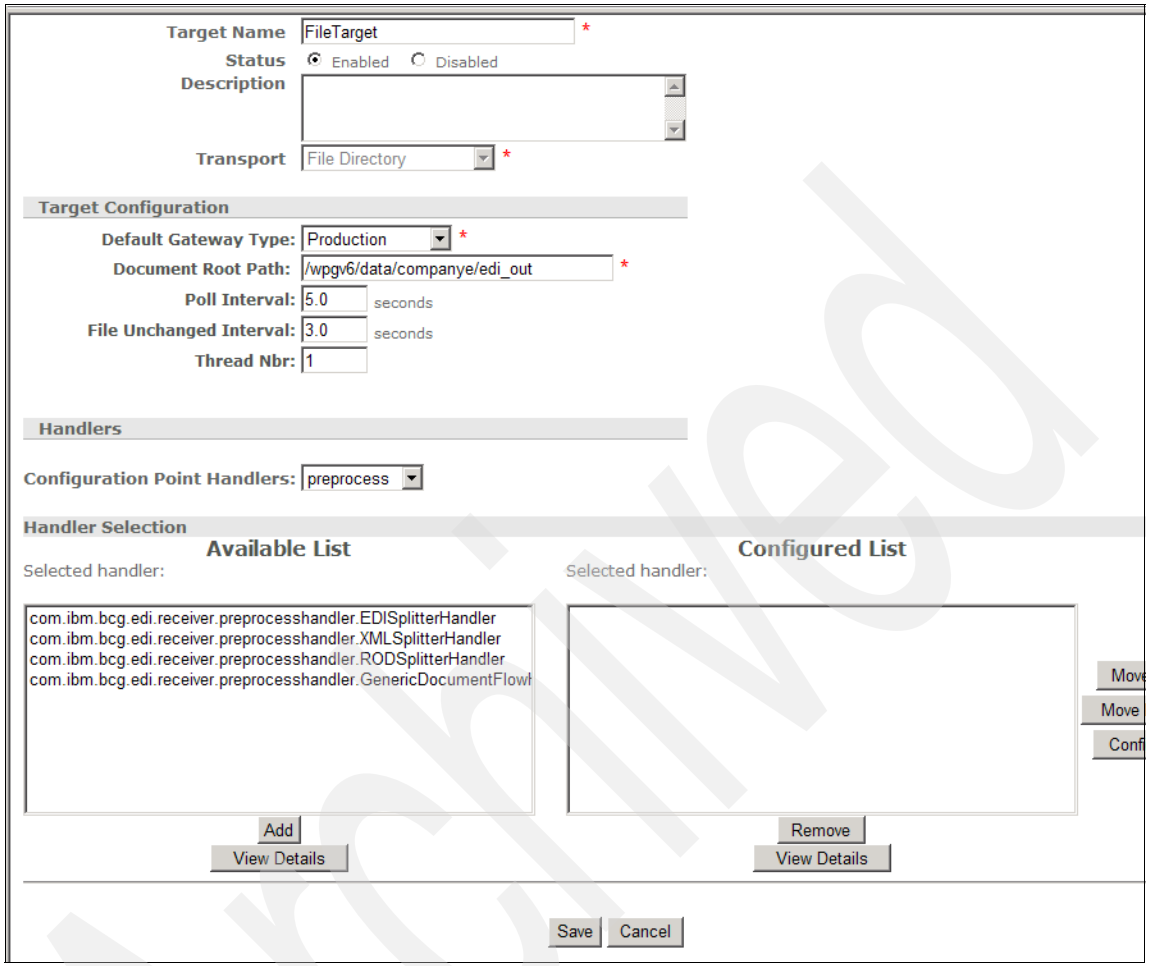

Figure 21-36 Editing the FileTarget to add a preprocess handler
4. In the Handlers section, for Configuration Point Handlers, use the drop down menu to select **preprocess**. Some additional boxes should appear (Figure 21-36 on page 769).